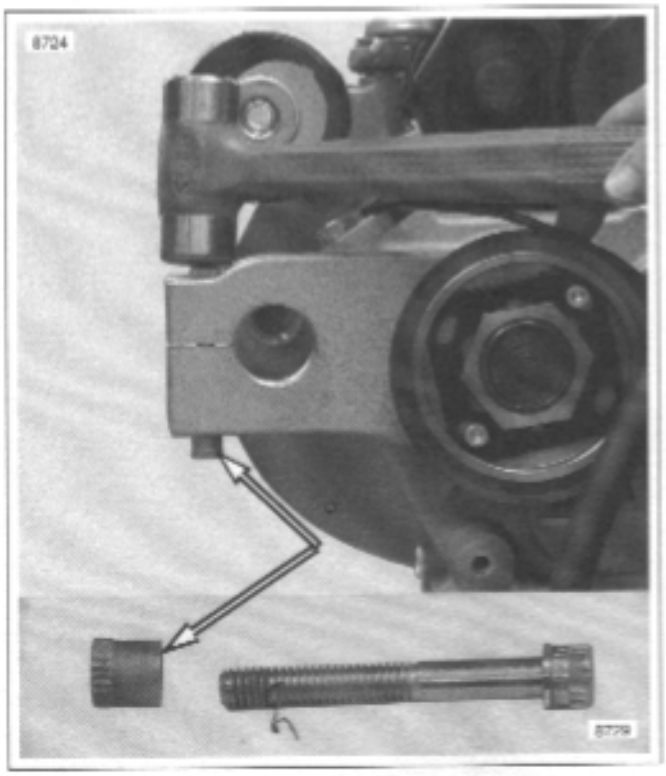

Figure 3-30. Removing Threaded Insert
c. See Figure 3-30. Swingarm pivot shaft pinch bolt threaded insert.